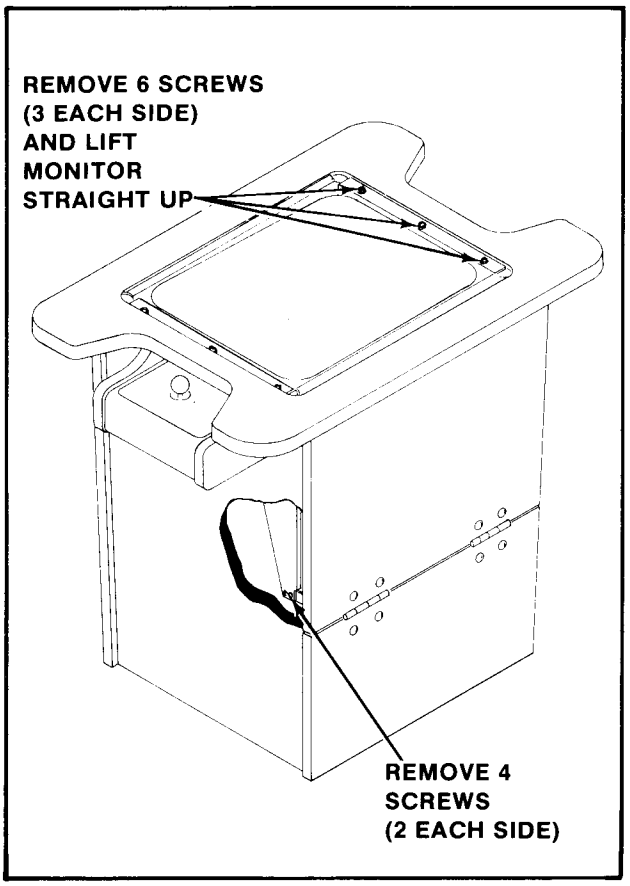

Figure 18 Removing monitor — Cocktail game
3. **COCKTAIL TABLE MODEL:** See Figure 18.
- Remove the screws holding the T.V. monitor chassis to the "L" by the door hinge(s). See Figure 18.
- Remove the screws which secure the T.V. monitor mounting brackets to the edges of the slot cut in the table top. See Figure 18.